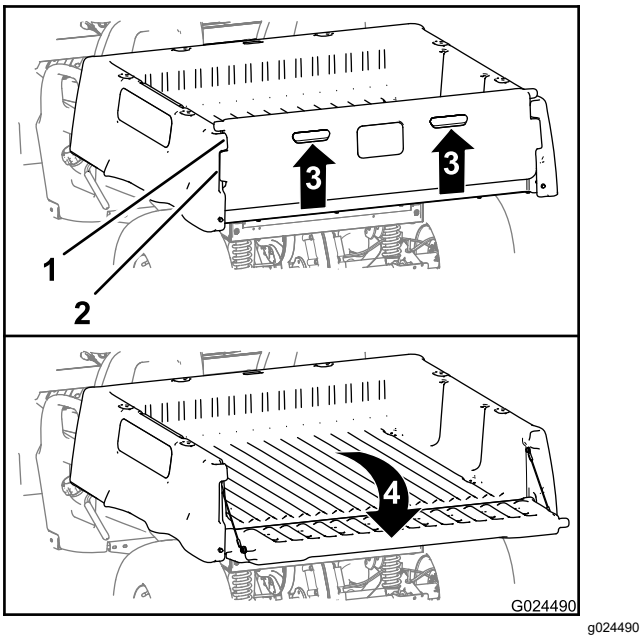

Figur 15
2. Løft op i fingertrækket på bagklappens bagpanel (Figur 15).
3. Ret låseflangerne på bagklappen ind efter åbningerne mellem bagklappens flanger på ladet (Figur 15).
4. Drej bagklappen bagud og ned (Figur 15).
6. Drej bagklappen opad og fremad, indtil låseflangerne på bagklappen er i niveau med bagklappens fordybning i ladet (Figur 15).
7. Sænk bagklappen, indtil den befinder sig bagest på ladet (Figur 15).